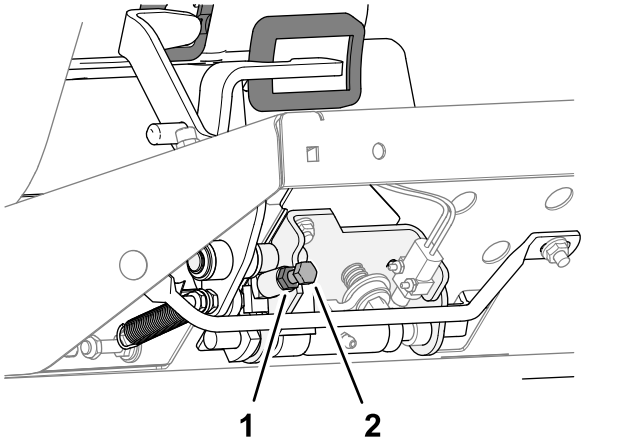

Figur 86
- Vrid anslagsskruven för hastighetsreglering (Figur 86) medurs för att minska klipphastigheten.